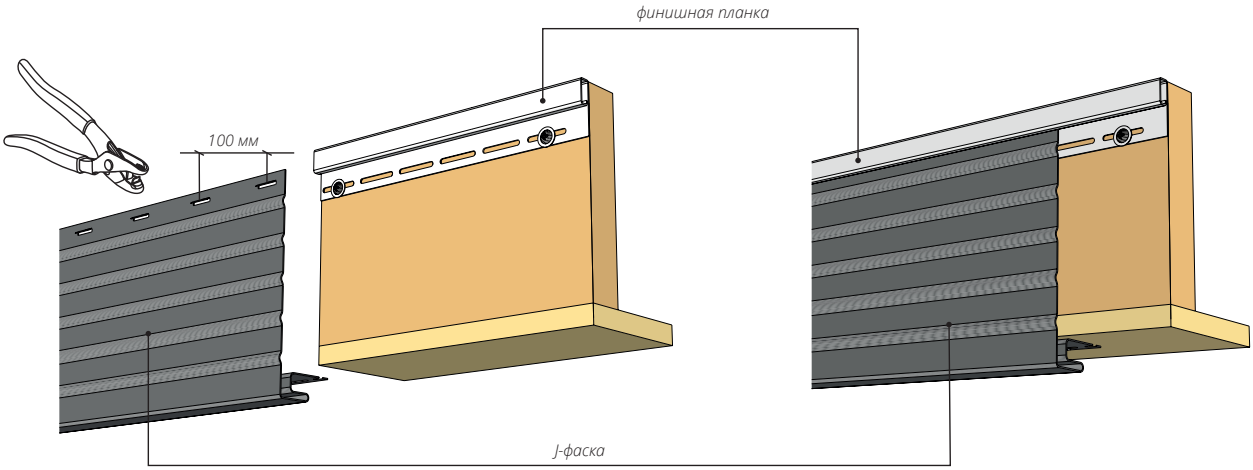

*Рисунок 86*
**20.1** Монтаж с помощью J-фаски (ветровой доски). Если ширины ветровой доски достаточно для закрытия лобовой доски J-фаской, монтаж осуществляется следующим образом: вдоль верхнего края лобовой доски устанавливается финишная планка (рис. 86); при необходимости J-фаска обрезается до нужной ширины; используя пробойник насечек, сделайте насечки с интервалом 100 мм и установите J-фаску таким образом, чтобы ее верхний край фиксировался в финишной планке.